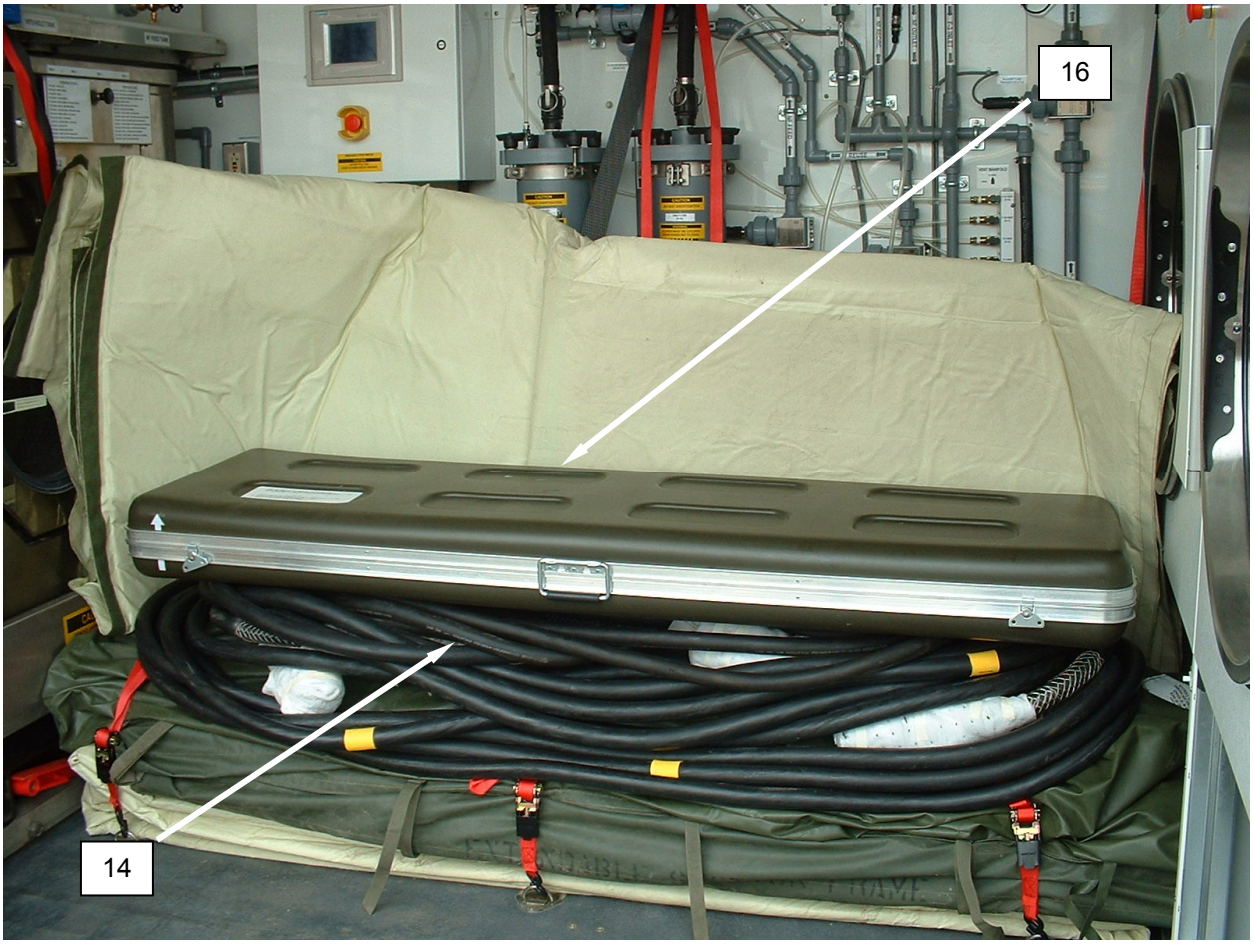

Figure 13. TEMPER light case on top of power cables.
19. Place TEMPER light case **(Figure 13, Item 16)** on top of power cables **(Figure 13, Item 14)**, and retain in place with three remaining 1-inch straps **(Figure 14, Item 17)**. When placing straps, run them through the case handle as shown to secure the case in place.